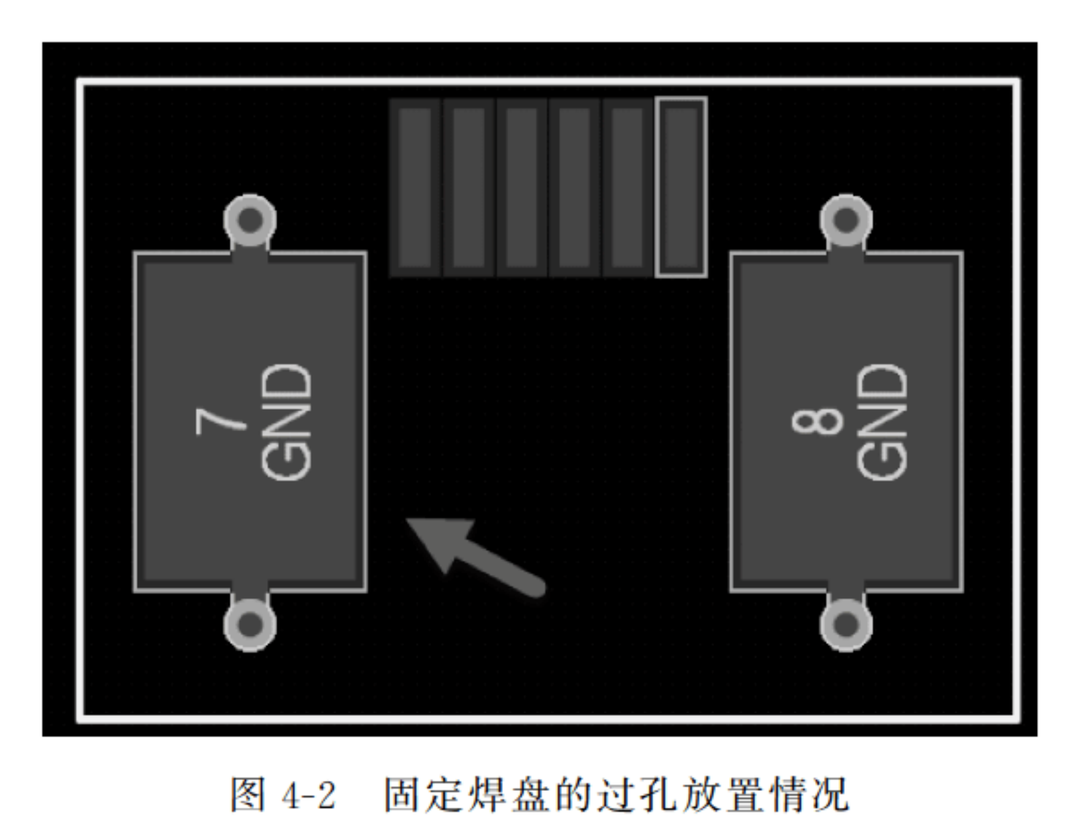

图 4-2　固定焊盘的过孔放置情况
(6) 对于耳机端子、按键、FPC 等固定焊盘,为防焊盘铜皮掉落,在条件允许的情况下焊盘打 1~2 个过孔(过孔均匀放置),如图 4-2 所示,可以有效提高固定性。